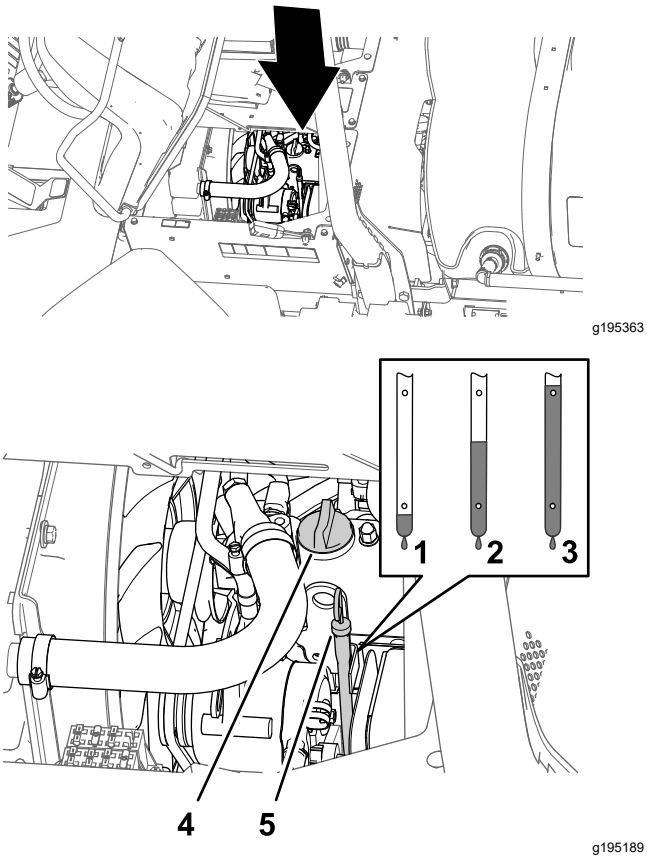

図 78
2. 助手席の下にあるディップスティックを抜き、ウェスで一度きれいに拭く (図 78)。
3. オイルの量が不足している場合は、バルブカバーについている補給口のキャップ図 78を取り、ディップスティックの FULL マークまで、補給管からオイルを補給する。
4. キャップを取り付ける図 78。
5. ディップスティックをしっかり差し込んで終了図 78。